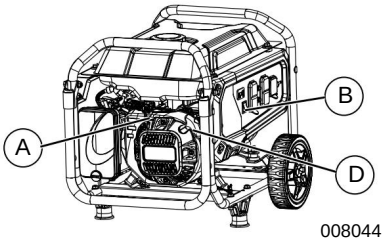

Figura 3-2. Controles del motor
3. Consulte la ***Figura 3-2.*** Abra la válvula de cierre del combustible (A)
4. Gire el interruptor (B) de MARCHA/PARO del motor a la posición RUN (Marcha). Consulte la ***Figura 3-2.***
6. Consulte la ***Figura 3-2.*** Sujete el tirador de la cuerda de arranque (D) y tire de él ligeramente hasta que note que la resistencia aumenta. Tire rápidamente hacia arriba y hacia afuera.